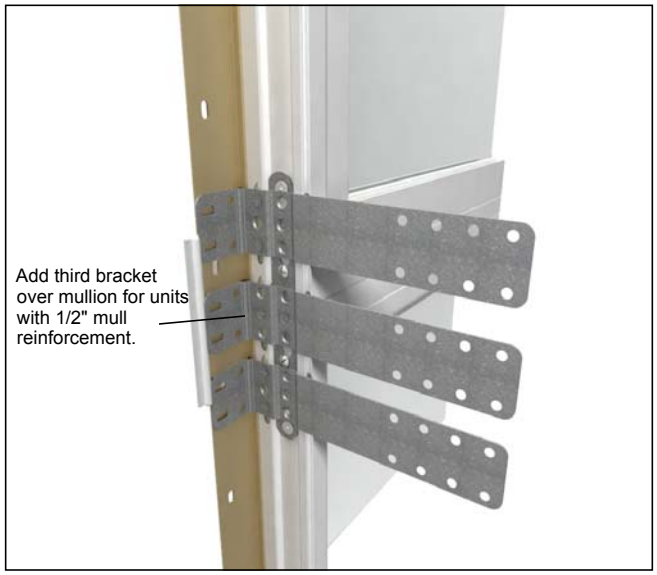

Figure 6
5. For mulls with **1/2" mull reinforcement**, apply third structural bracket to center of mullion at both sides of mullion joints with two #8 x 2" screws. See figure 6.